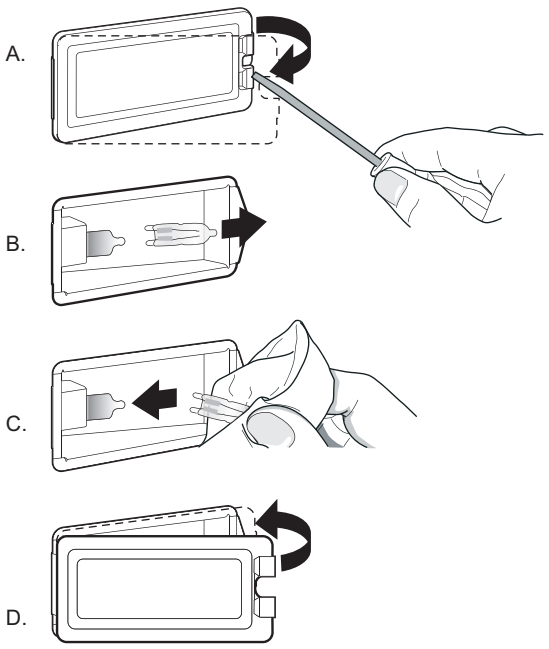

Figura 34: Ubicación de la abertura
3. Inserte un destornillador plano entre la atadura de fijación y la caja protectora (*Figura 34*, A). Sostenga la tapa de la lente de vidrio con dos dedos a lo largo del borde inferior para impedir que caiga en el piso de la hornilla. Gire con cuidado el destornillador para aflojar la tapa de la lente de vidrio.
4. Quite la tapa de la lente de vidrio y la atadura de fijación (*Figura 34*, B).
6. Tire hacia abajo para instalar la bombilla correctamente (*Figura 34*, C).
7. Instale la lente de protección en la atadura del soporte y empuje la otra extremidad hasta que la atadura de fijación se enganche a la caja protectora (*Figura 34*, D).